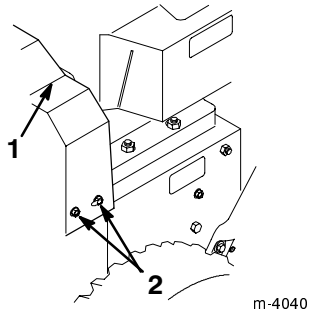

Figur 25
2. Skruva bort de tre skruvarna som fäster remkåpan och ställ kåpan åt sidan (figur 25).